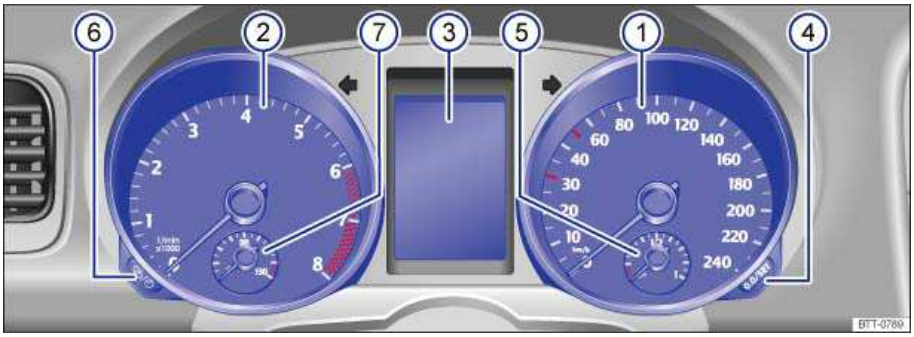

**Fig. 11** Instrument cluster in the instrument panel.
Instrument explanations ⇒ fig. 11:
Depending on the vehicle model, different information may be shown in the instrument cluster display ⇒ fig. 11 (3).
The service appointment reminder is shown in the instrument cluster display ⇒ fig. 11 (3).